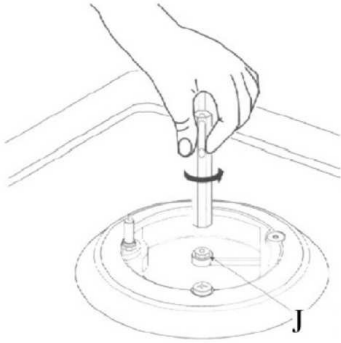

Рис. 7.
– Снимите решетки и крышки горелок с поверхности; См. **рис. 7** ниже.
– При помощи торцевого ключа, снимите старый жиклер (J), и замените его на новый жиклер, соответствующего размера.
- затяните регулировочный винт для уменьшения пламени, либо открутите его для увеличения пламени. См. **рис. 7** выше.